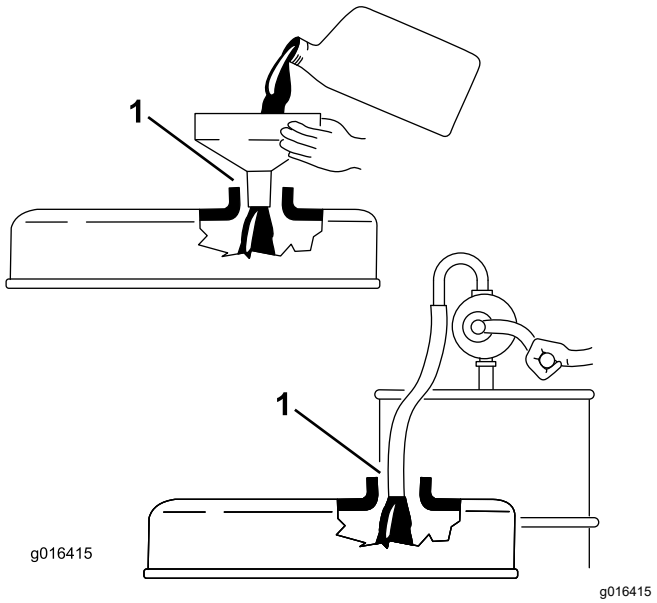

**Figuur 31**
***Belangrijk:*** **Verwijder de peilstok tijdens het bijvullen van de motor met olie. Als u motorolie bijvult, *moet u ervoor zorgen dat er enige afstand is* tussen de vulinrichting en de vulopening in het klepdeksel, zoals is aangegeven in Figuur 31. Hierdoor kan er tijdens het vullen lucht ontsnappen, zodat de olie niet overloopt en in de ontluchtingsinrichting terechtkomt.**